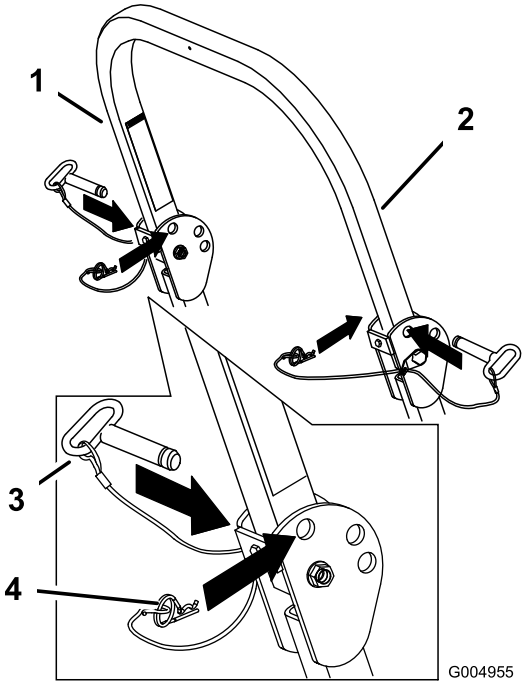

Rysunek 9
1. Wyjmij zawleczki i usuń dwa sworznie (Rysunek 9).
3. Zamocuj dwa sworznie i zabezpiecz je zawleczkami (Rysunek 9).
4. Aby podnieść pałąk, wyjmij zawleczki i usuń dwa sworznie (Rysunek 9).
5. Unieś pałąk i zamocuj dwa sworznie, zabezpieczając je zawleczkami (Rysunek 9).